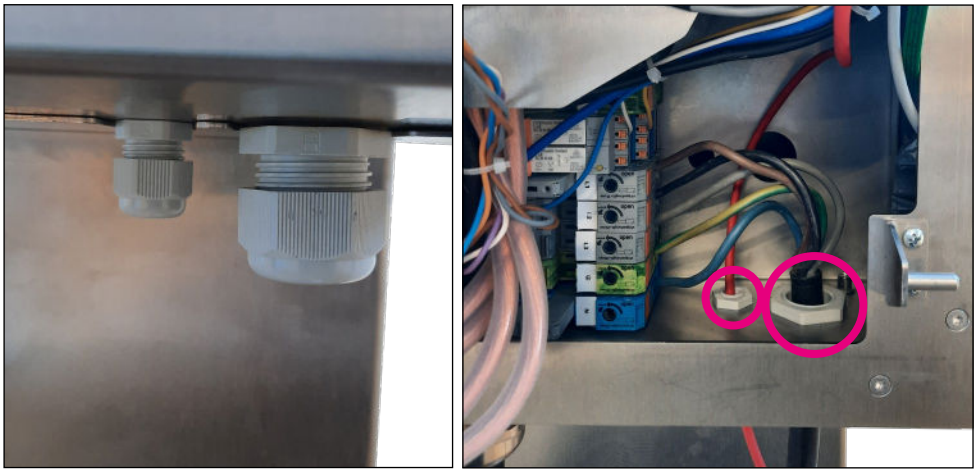

Abb. 13: Kabeleinführung Aufputz
- Die 400VAC-Zuleitung nach der Kabelverschraubung bei Gehäuseeintritt abisolieren. Die Leitungen laut Abb. 13 durch das Gehäuse führen.